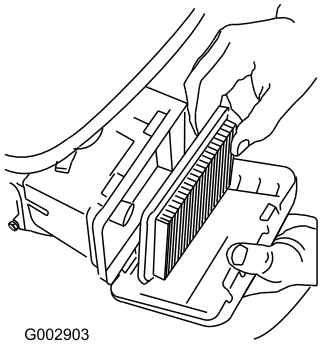

Figur 22
3. Ta bort luftfiltret (Figur 22).